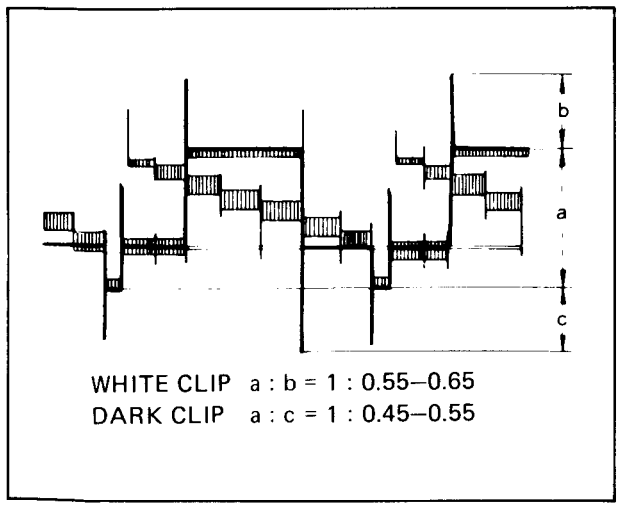

Fig. 5-21 White and dark clip adjustment
3. Adjust R12 (WHITE CLIP), so that the amplitude ratio of transient "spikes" with white clip becomes as shown in Fig. 5-21.
4. Adjust R26 (DARK CLIP), so that the amplitude ratio of the transient "spikes" with dark clip becomes as shown in Fig. 5-21.